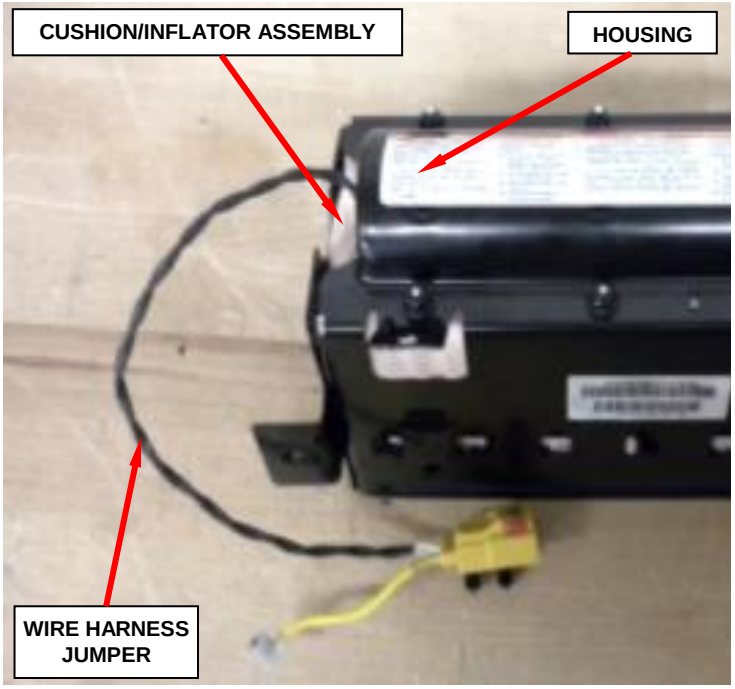

**Figure 35 – Cushion/Inflator Assembly**
l. Install the cushion/inflator assembly into housing while feeding the wire harness jumper through the housing as shown. Ensure cushion fold is not disturbed (Figure 35).